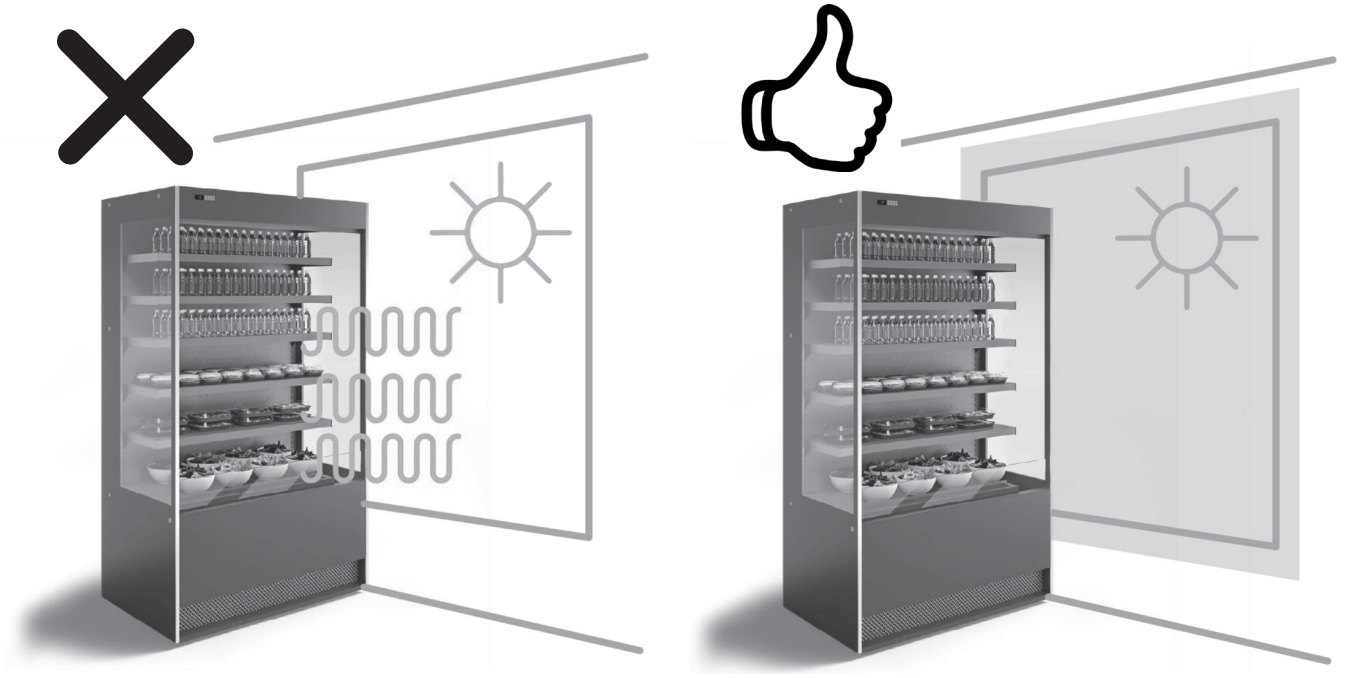

fig. 13
- Ensure that direct sunlight and anything else that may cause a rise in temperature inside the refrigerated compartment cannot affect it (fig.13).